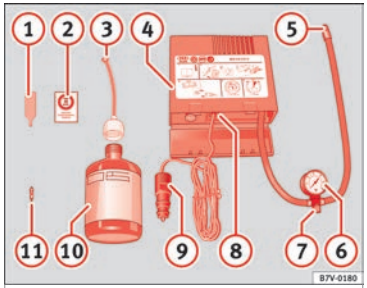

Fig. 48 Standard representation: contents of the anti-puncture kit.
• Unscrew the tyre valve cap and insert. Use the ››› **Fig. 48** (1) tool to remove the insert. Place it on a clean surface.
• Shake the tyre sealant bottle vigorously ››› **Fig. 48** (10).
- Screw the inflator tube ››› Fig. 48 ③ into the sealant bottle. The bottle's seal will break automatically.
- Remove the lid from the filling tube ››› Fig. 48 ③ and screw the open end of the tube into the tyre valve.
- Place the insert back into the tyre valve using the tool ››› Fig. 48 ①.
- Screw the compressor tyre inflator tube ››› Fig. 48 ⑤ into the tyre valve.
- Check that the air bleed screw is closed ››› Fig. 48 ⑦.
- Insert the connector ››› Fig. 48 ⑨ into the vehicle's 12-volt socket ››› page 120.
- Turn the air compressor on with the ON/OFF switch ››› Fig. 48 ⑧.